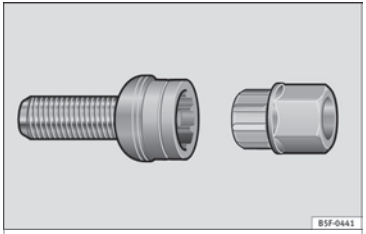

Fig. 161 Anti-theft wheel bolt.
– Insert the adapter onto the wheel bolt and push it on as far as it will go »» **Fig. 161**.